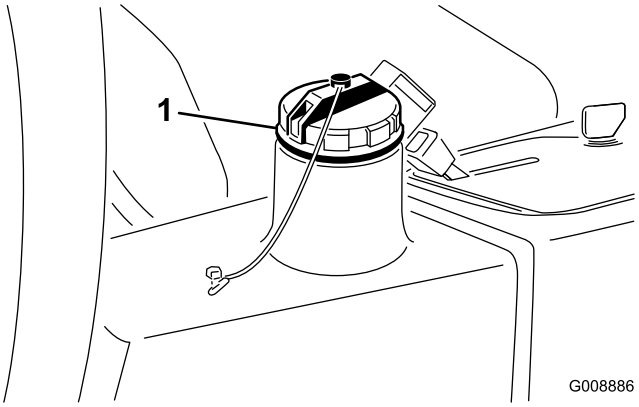

**Figur 24**
2. Gör rent omkring påfyllningsröret och hydraultanklocket (Figur 24). Skruva av locket.